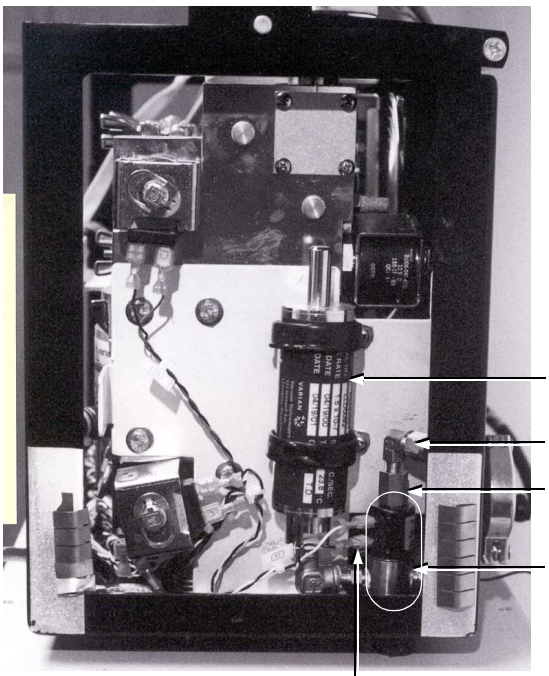

Figure 4-2 979 Side View
2. Open the front and rear panels (Figure 4-2) as described in Section 3.1 “Opening the Front Panel”.